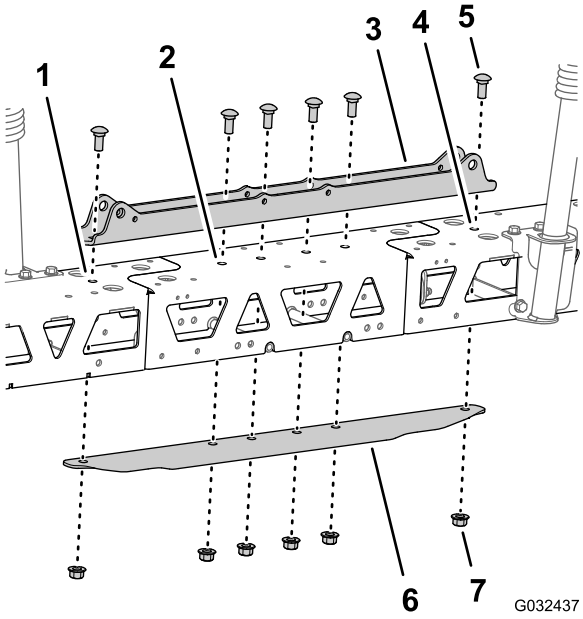

**Figur 77**
5. Ret hullerne i cylinderbeslaget ind efter hullerne på midterlinjen på afstiverstellet og midterbomforlængeren (Figur 77).
6. Indsæt forbindelsespladen i afstiverstellet og midterbomforlængeren, og juster hullet i forbindelsespladen efter hullerne på midterlinjen på afstiverne og bomforlængeren (Figur 77).
7. Monter cylinderbeslaget, afstivere, midterbomforlængeren, og fastgør pladen med de 2 brædddebolte (1/2 x 1-1/4 tomme) og 2 flangelåsemøtrikker (1/2 tomme), du afmonterede i trin 2 i Adskillelse af midterbomsektionens afstivere (side 33), og de 4 brædddebolte (1/2 x 1-1/4 tomme) og 4 flangelåsemøtrikker (1/2 tomme) fra GeoLink-finishingsættet til sprøjtesystemet (Figur 77).